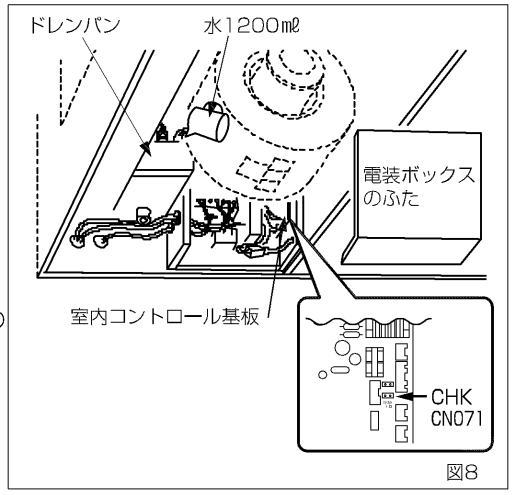

図8
- 点検扉を開けて、ドレンパンに排水確認用の水約1200㎖を少しずつ入れてください。（図8）
- 電装ボックスの中にある、室内コントロール基板の点検ピンCHK CN071（2Pプラグ）をワニグチクリップ等で短絡してドレンポンプを運転してください。（図8）